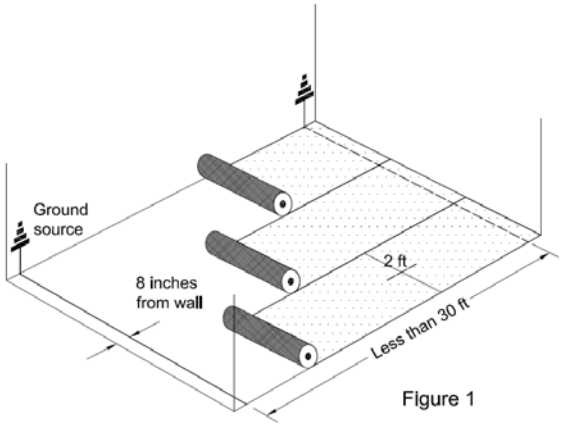

Figure 1
- **g.** Fold back the sheets and install copper grounding strips as seen in Fig. 1. A copper grounding strip is placed across the width of the sheets approximately 8 inches from the wall. The copper grounding strips should extend up the wall to a known ground.
- **h.** All end/head seams are must have a 2 foot section of copper grounding strip as seen in Fig. 1.